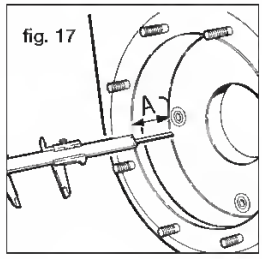
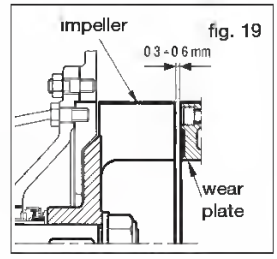
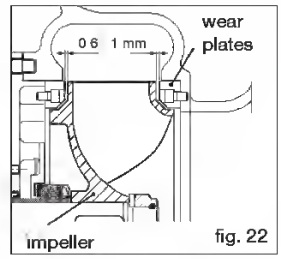

fig. 17
fig. 19
fig. 22
- In all models, the distance between the top of the impeller blades and the surface of the wear plate must be between 0.3 - 0.6 mm (fig. 19). For the 12" model, the distance between the impeller and the front and rear wear plates must be between 0.6 - 1 mm (fig. 22). To achieve this, dimensions A and B in figs. 17, 18, 20, 21 must be as nearly as possible equal. To this end, use the shims (25.2) (fig. 11) supplied with spare mechanical seals. These shims are used to move the impeller further forward if it is too far from the front wear plate or too near the rear wear plate. The shims should be mounted between the seal support ring (25.1) (fig. 11) and the impeller. Further adjustments can be carried out using casing gaskets (and rear wear plate gaskets on models which fit these). The presence of the casing gasket (43) (fig. 10) 0.5 mm thick then creates the correct distance (fig. 19).